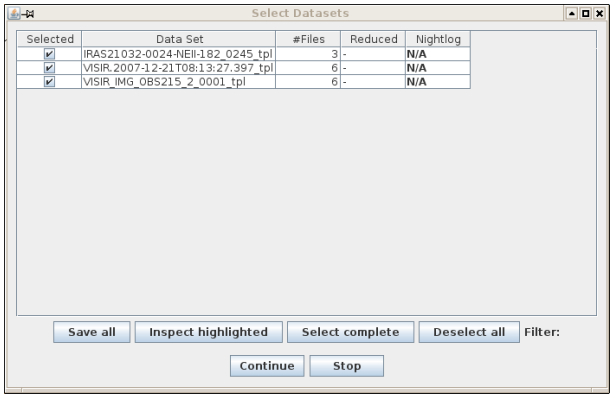

Figure 5.0.4: *The* `Select Datasets` *pop-up window during the first processing of a data set.*
7. Data selection step: `Data Set Selection` actor is highlighted next, and it opens a pop-up window titled `Select Datasets`, listing the data set(s) identified in the previous step (Figure 5.0.4). Each set is presented on a separate line, that starts with a tick box for user selection (by default the completed, not-reduced sets are selected). Next on the line is the number of files in each data set, followed by the reduction status (e.g. "–" for not processed, "OK" for reduced) and a `View` Nightlog button that allows the user to inspect the night log. Header keywords can be displayed, the list is modified by right-clicking on the `Data Organizer` actor, then selecting the `Configure Actor` option, and editing the keyword list (which is empty by default, so no header keywords are displayed) in the second line of the pop-up window. The data sets can be inspected (with the selected `FITS_VIEWER` in the Global Parameters space), one at a time, bu highlighting a DataSet (click with the left mouse button) and pressing `Inspect highlighted` button. Files can be excluded from a data set by deselecing the corresponding tick mark). Once satisfied, the user must click on the *Continue* button to proceed with the data reduction. The workflow progress is shown in the canvas by red highlighting of the current actor. A message window